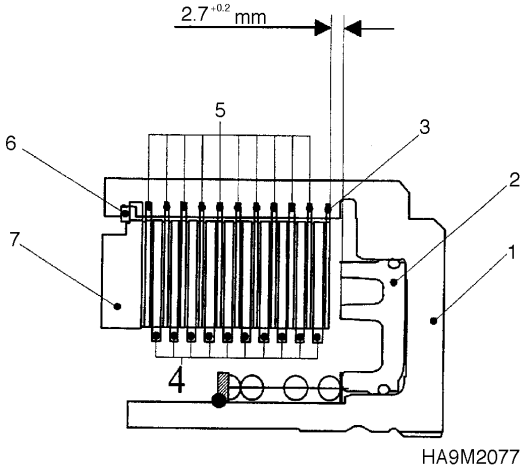

Figure 183
2. Introduce plate pack accordingly to Figure 183.